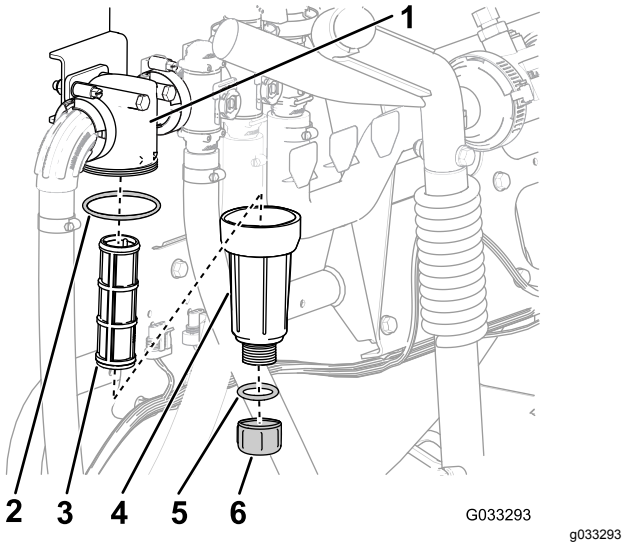

Figur 30
2. Anbring en dræningsbakke under trykfilteret (Figur 30).
3. Drej aftapningsdækslet mod urets retning, og tag den ud af trykfilterets skål (Figur 30).
4. Drej skålen mod urets retning, og fjern filterhovedet (Figur 30).
5. Fjern trykfilterelementet (Figur 30).
7. Kontroller aftapningsproppens pakning (inden i skålen) og skålens pakning (inden i filterhovedet) for skader og slid (Figur 30).
8. Monter trykfilterelementet i filterhovedet (Figur 30).
9. Monter skålen på filterhovedet, og stram med hånden (Figur 30).
10. Monter aftapningsdækslet på fittingen i bunden af skålen, og stram dækslet med hånden (Figur 30).